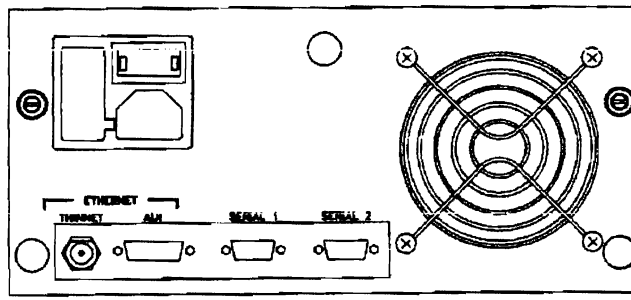

Figure 2.4: Location of Ethernet Connector
1. In addition to the power plug, there are four connector plugs on the rear panel of the 8000ST, as shown in Figure 2.4. Plug one T-connector into the thin net connector on each unit which will be in the MiniNet. Tighten the collar on the plug to secure the connection. Orient the two branches of the T horizontally. The remaining plugs on the rear panel are not currently used.